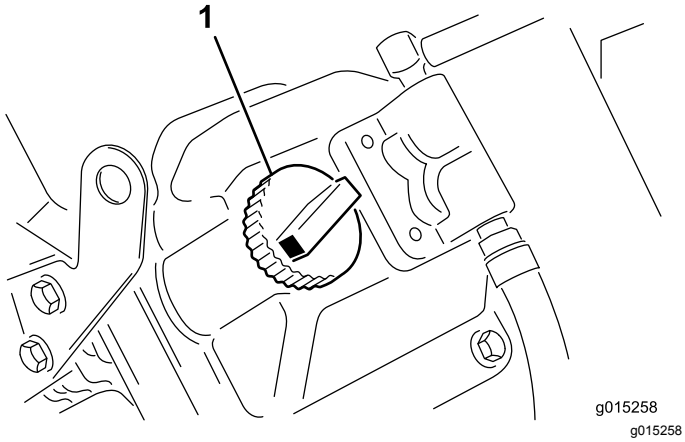

Figur 9
5. Hvis oljenivået er under Full-merket, tar du av lokket på påfyllingsrøret og fyller olje til nivået når opp til Full-merket på peilestaven (Figur 9).